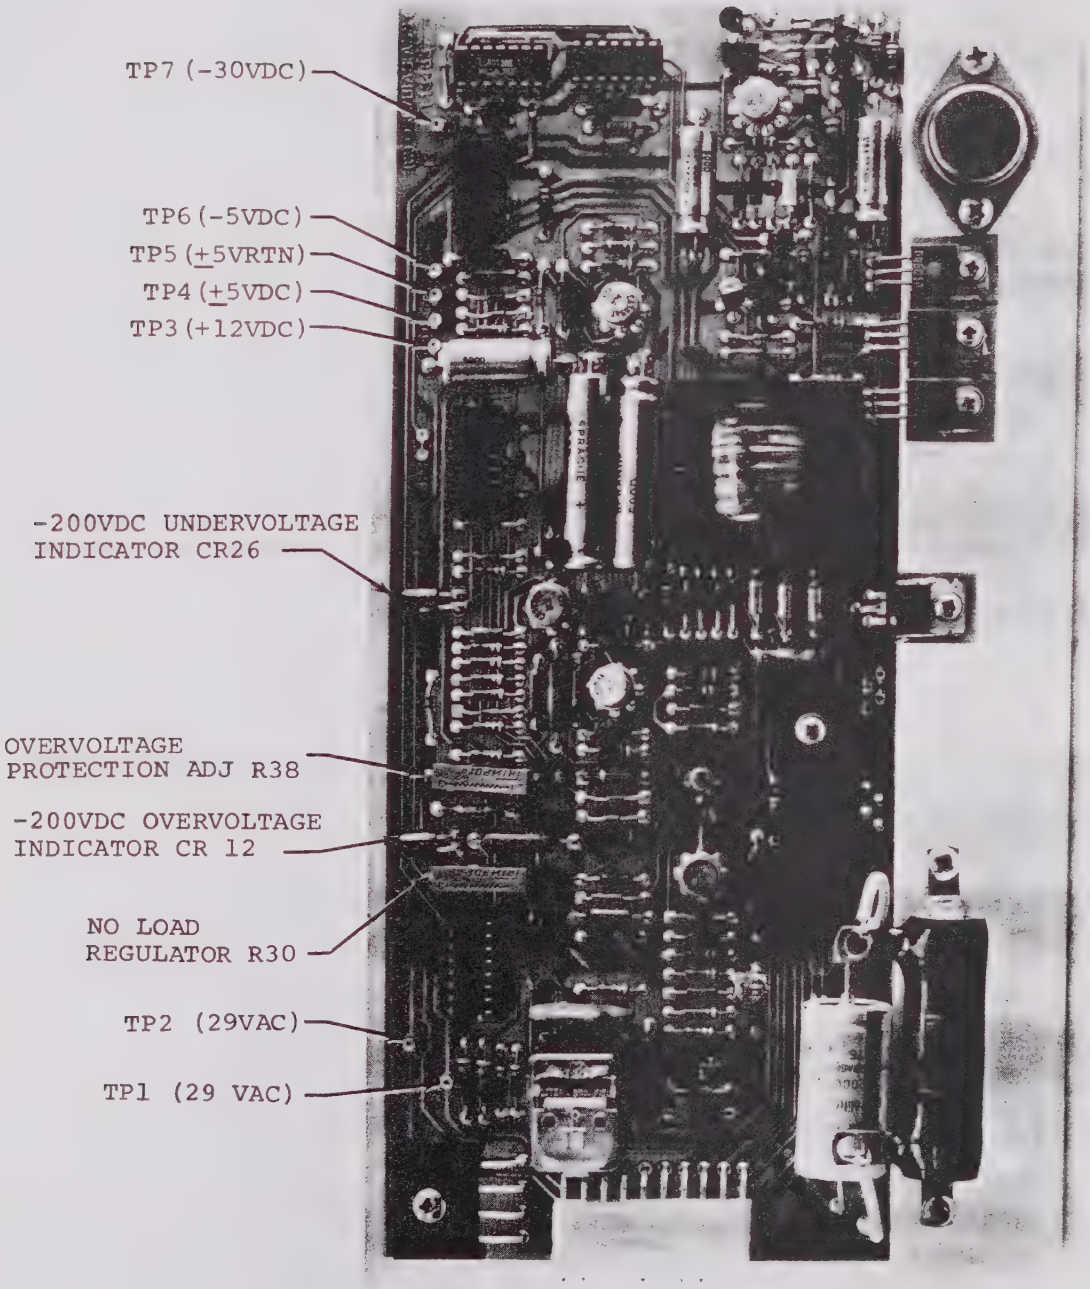

FIGURE 6-4 OSC/BIAS PWB A2 ADJUSTMENTS AND TEST CONNECTIONS
6.3.4.2 30 VAC, -30 VDC, +12 VDC and ±15 VDC Checks (See Figure 6-4, Dwg. 113483)
6.3.4.3 Check the 200 Volt Undervoltage Circuit, Switch Regulator and Converter Drive Signals (See Figure 6-4, Dwg. 113483)
6.3.4.4 Check The -200 VDC Output (See Figures 6-4, 6-5 and 6-6)